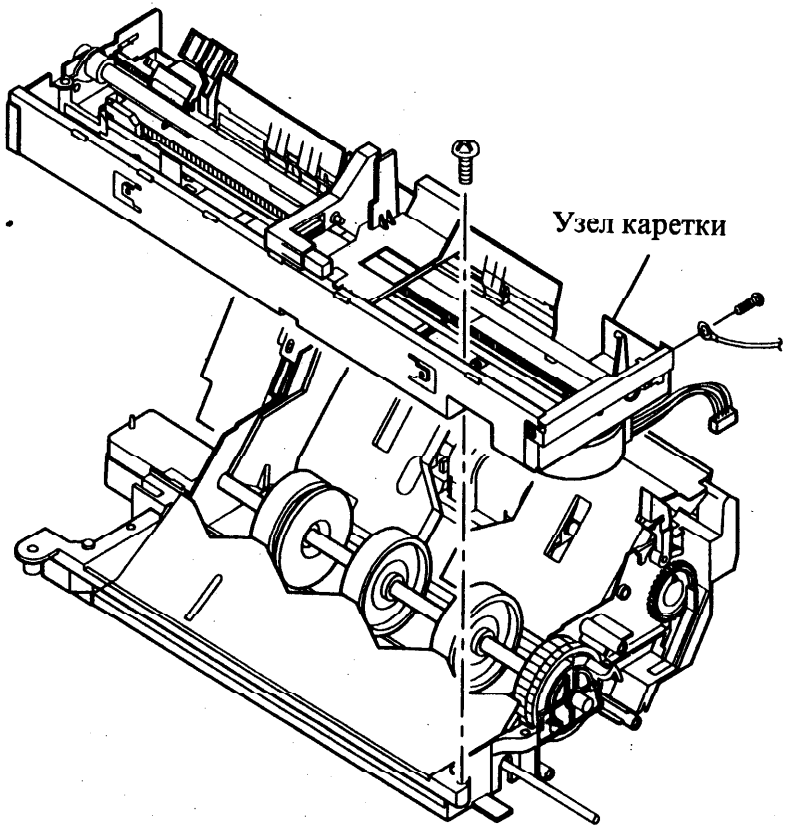

Рисунок 3 Снятие узла каретки
7. Снимите узел каретки (рис. 3).